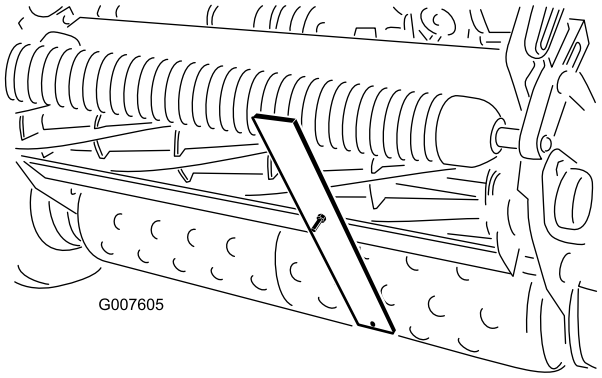

Figur 49
4. Hekt skruehodet på motstålets knivegg, og la den bakre delen av stangen hvile mot den bakre delen av valsen (Figur 49).